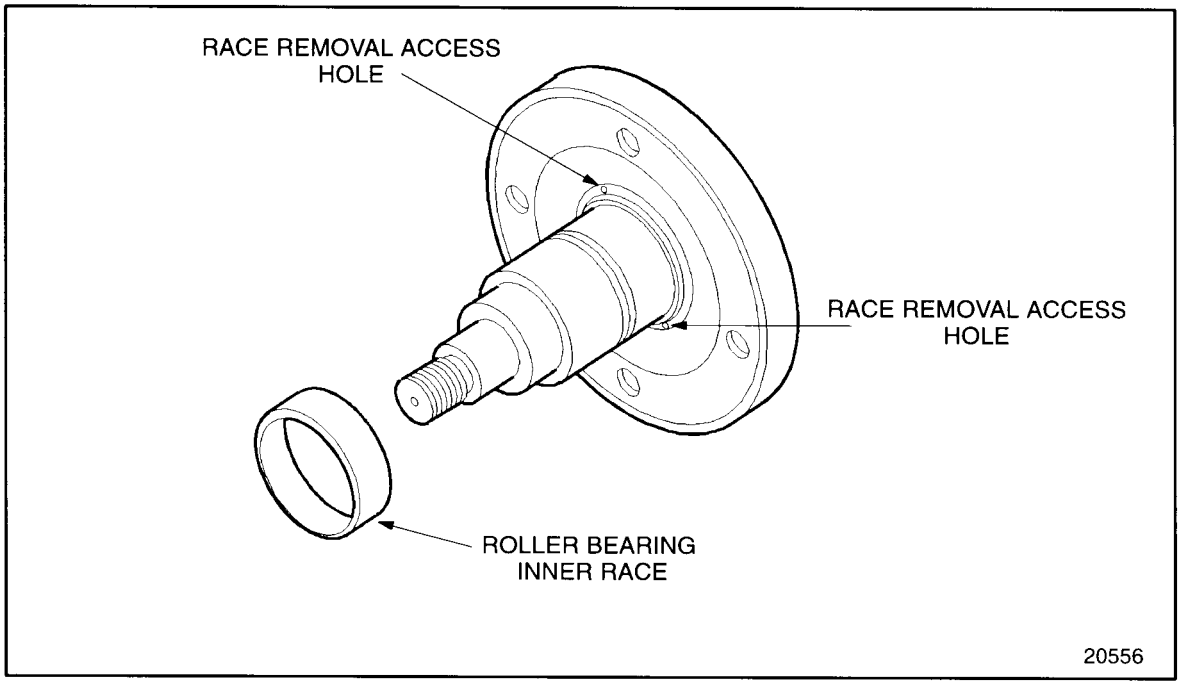

Figure 10-25 Bearing Inner Race Removal
21. Using a punch and hammer, work through the two access holes to drive the roller bearing inner race from the air compressor drive shaft. See Figure 10-25.